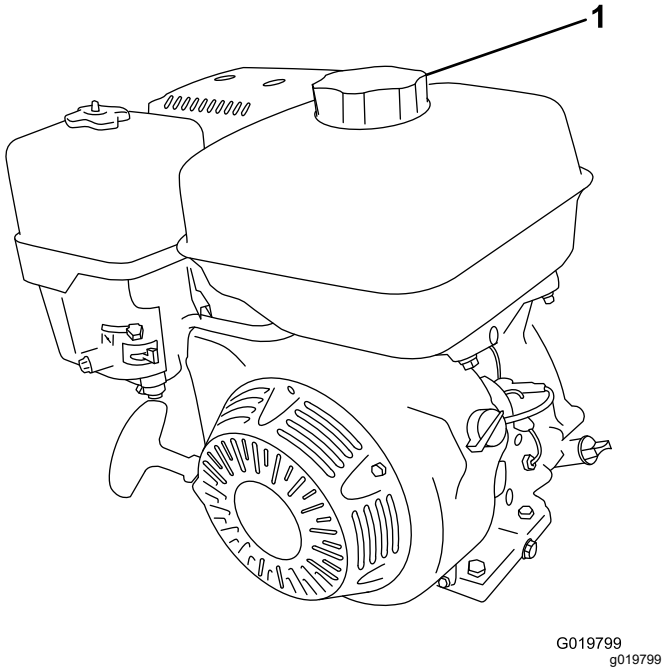

Figure 7
2. Nettoyez la surface autour du bouchon du réservoir de carburant et enlevez le bouchon (Figure 7).
4. Revissez fermement le bouchon du réservoir de carburant (Figure 7).
2. Tournez le robinet d'arrivée de carburant en position OUVERTE (Figure 7).
3. Amenez la commande de démarrage à froid en position FERMÉE (Figure 7).
4. Placez la commande d'accélérateur en position HAUT RÉGIME (Figure 7).
5. Tirez légèrement la poignée du lanceur jusqu'à ce que vous sentiez une résistance, puis tirez vigoureusement (Figure 7). Relâchez lentement la poignée du lanceur.